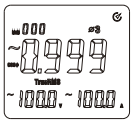

rys. 10-3
* W celu dokonania pomiaru współczynnika mocy fazy trzeciej, wybierz przyciskiem SELECT fazę ϕ3. (patrz rys. 10-3).